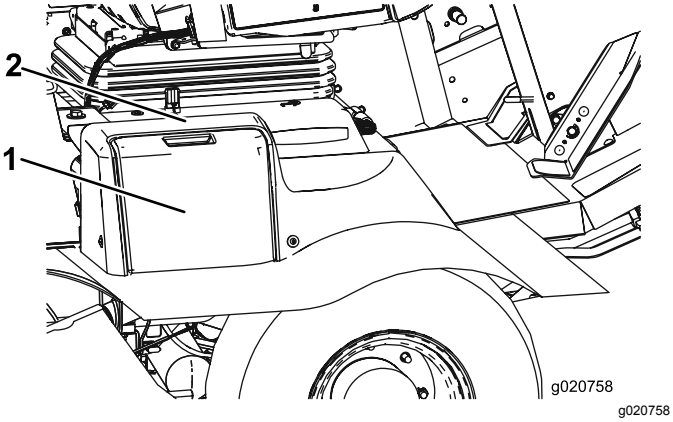

Figur 80
1. Åpne batteridekselet (Figur 80). på siden av dekselet.
Merk: Trykk ned på den flate overflaten over batteridekselet for å gjøre det enklere å fjerne (Figur 80).